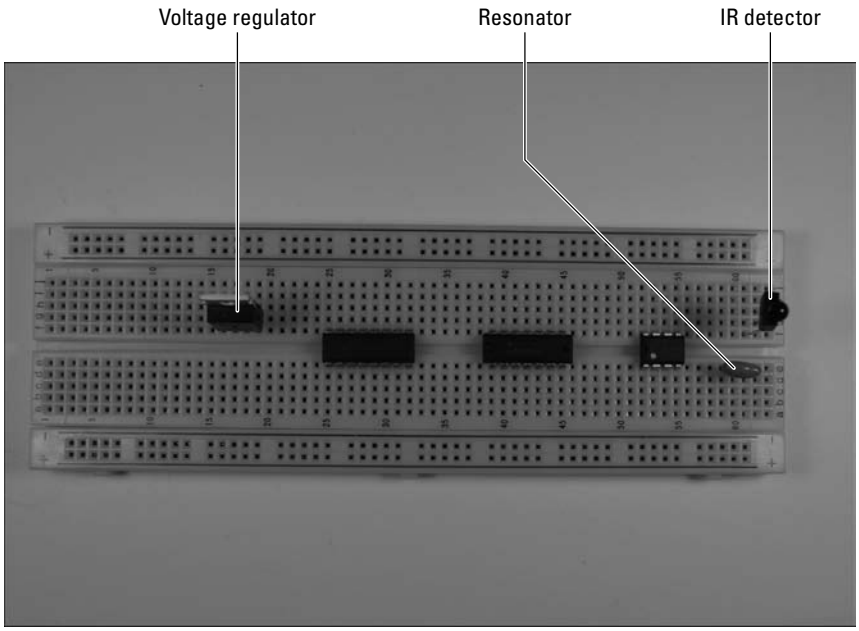

Figure 11-24: Insert the discrete components.
2. **Insert the voltage regulator, resonator, and IR detector on the breadboard, as shown in Figure 11-24.**